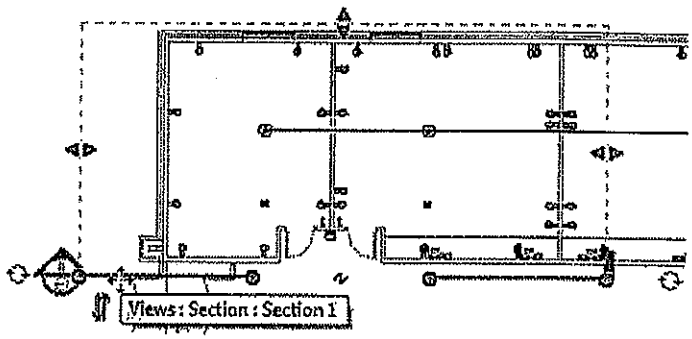

Figure 4–37
- Create gaps in section lines by clicking (Break), as shown in Figure 4–37. Select it again to restore the full section cut.